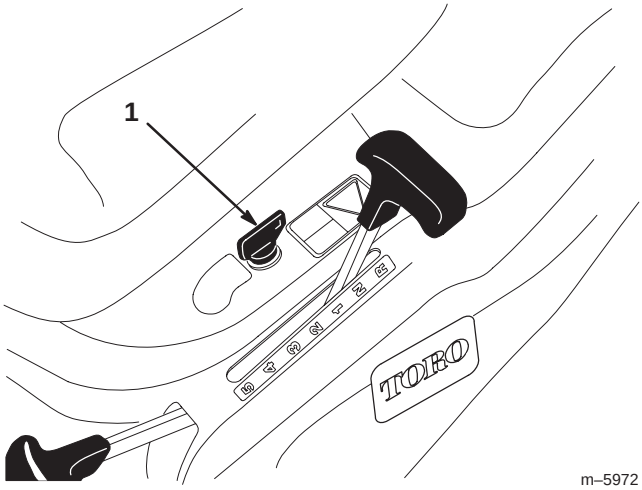

Figure 10
S'il est nécessaire d'utiliser la commande des lames (PdF) en marche arrière, vous pouvez désactiver ce dispositif de sécurité à l'aide du commutateur KeyChoice situé près du support du siège (Fig. 10).
2. Introduisez la clé dans le commutateur KeyChoice (Fig. 10).